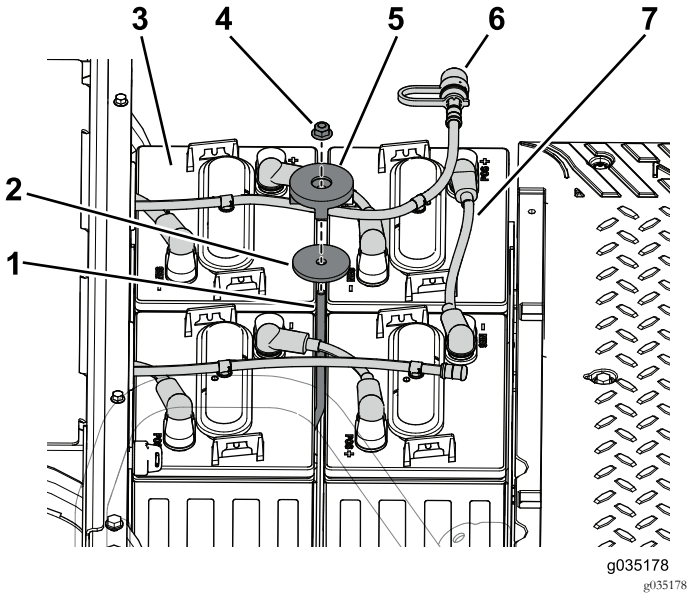

Figur 97
1. Monter de fire batterier i den forreste batteribakke (Figur 97).
2. Brug tilholderstangen, spændeskiven, tilholderen og låsemøtrikken til at fastgøre batterierne på batteribakken (Figur 97).
3. Kobl batterikablerne til pluspolen (+) på batterierne (Figur 97).
6. Monter vandingshuset på batterierne (Figur 97).